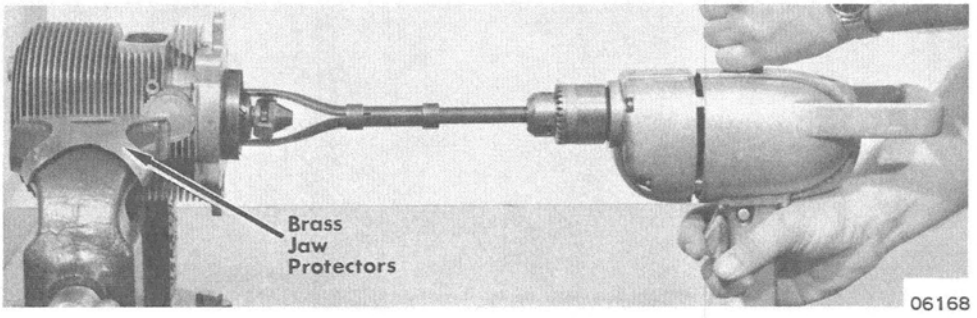

Figure 2. Honing Cylinder
3. When finish-honing a cylinder bore, move up-and-down at sufficient speed to obtain very fine uniform surface finish marks in a cross-hatch pattern of approximately 45° to 65° included angle. Finish marks should be clean but not sharp, free from imbedded particles and torn or folded metal. (Figure 2)